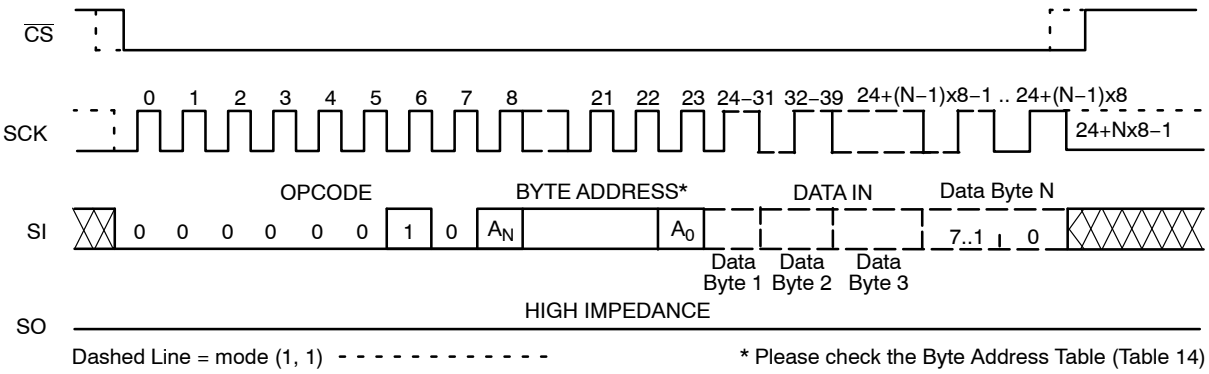

Figure 6. Page WRITE Timing
After sending the first data byte to the CAT25256, the host may continue sending data, up to a total of 64 bytes, according to timing shown in Figure 6. After each data byte, the lower order address bits are automatically incremented, while the higher order address bits (page address) remain unchanged. If during this process the end of page is exceeded, then loading will "roll over" to the first byte in the page, thus possibly overwriting previously loaded data. Following completion of the write cycle, the CAT25256 is automatically returned to the write disable state. While the internal write cycle is in progress, the RDSR command will output the $\overline{RDY}$ (Ready) bit status only (i.e., data out = FFh).
The additional 64−byte Identification Page (IP) can be written with user data using the same Write commands sequence as used for Page Write to the main memory array (Figure 6). ***The IPL bit from the Status Register must be set (IPL = 1) using the WRSR instruction, before attempting to write to the IP.***